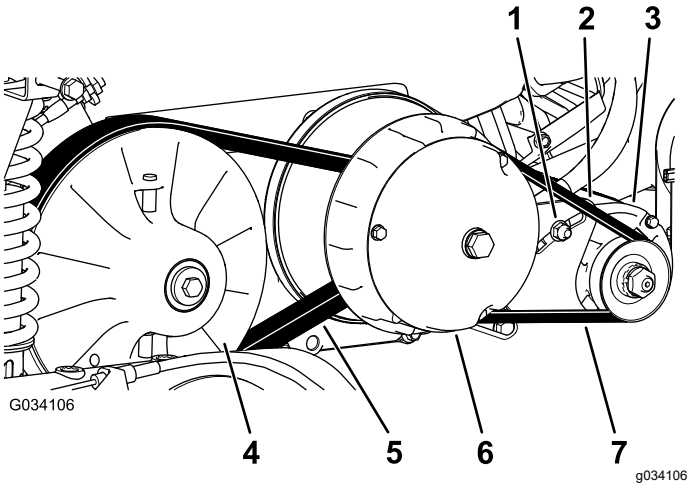

Figuur 63
6. Laat de riem (Figuur 63) ronddraaien en controleer deze op tekenen van overmatige slijtage of beschadigingen.
3. Laat de drijfriem over de secundaire koppeling ronddraaien (Figuur 63).
4. Verwijder de riem van de primaire koppeling (Figuur 63).
5. Lijn de nieuwe riem uit op de primaire koppeling (Figuur 63).
6. Laat de drijfriem over de secundaire koppeling ronddraaien (Figuur 63).
2. Draai de ankerbout van de dynamo van de starter los (Figuur 63).
4. Duw het breekijzer naar beneden om de starter omlaag in de sleuf te draaien tot de riem niet meer dan 6 mm doorbuigt als u een kracht van 44 N·m uitoefent (Figuur 63).
5. Draai de ankerbout van de starter handmatig vast en verwijder het breekijzer (Figuur 63).